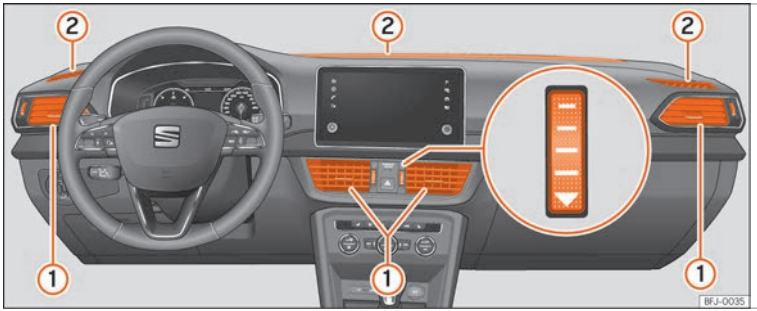

Fig. 187 En el tablero de instrumentos: difusores de aire.
Para garantizar la calefacción, refrigeración y ventilación dentro del habitáculo, los difusores de aire ››› **fig. 187** ① deberían permanecer abiertos.